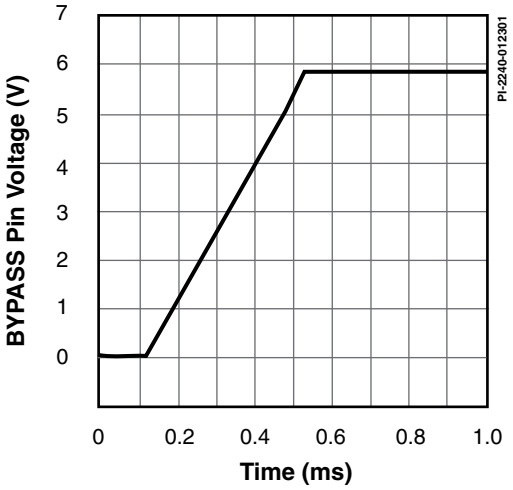

Figure 15. BYPASS Pin Start-up Waveform.
C. See Typical Performance Characteristics section Figure 15 for BYPASS pin start-up charging waveform.